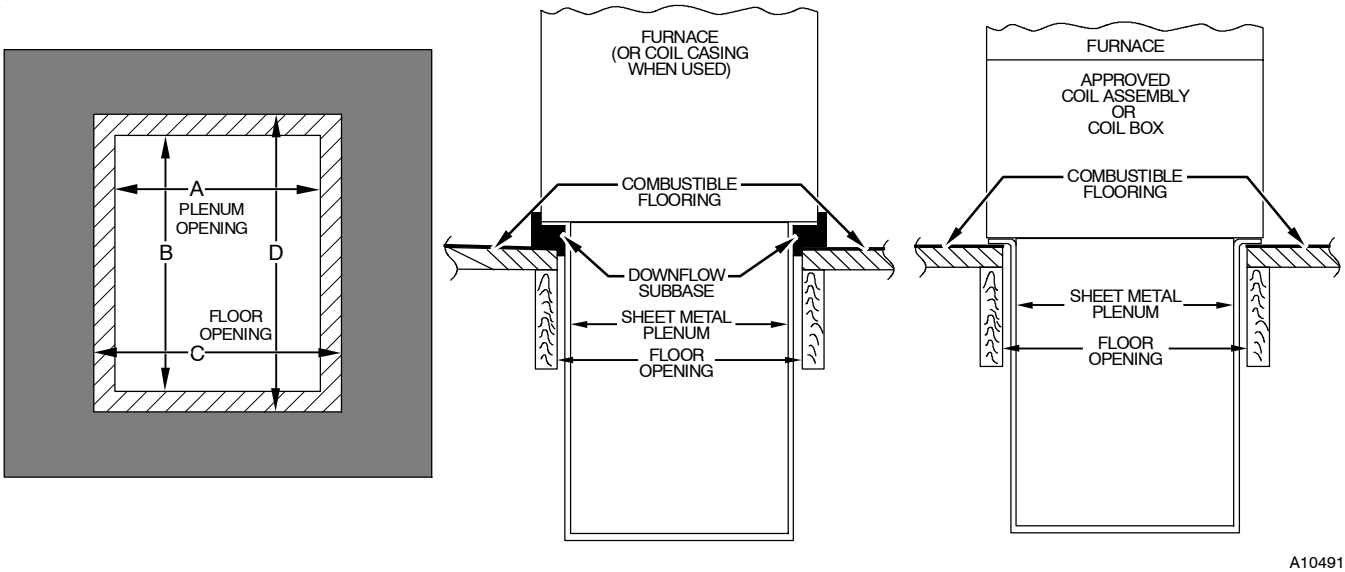

Fig. 25 - Installation on Combustible Flooring
2. Construct hole in floor per Table 5 and Fig. 25.
3. Construct plenum to dimensions specified in Table 5 and Fig. 25.
4. Install special base coil assembly or coil box as shown in in Fig. 25.